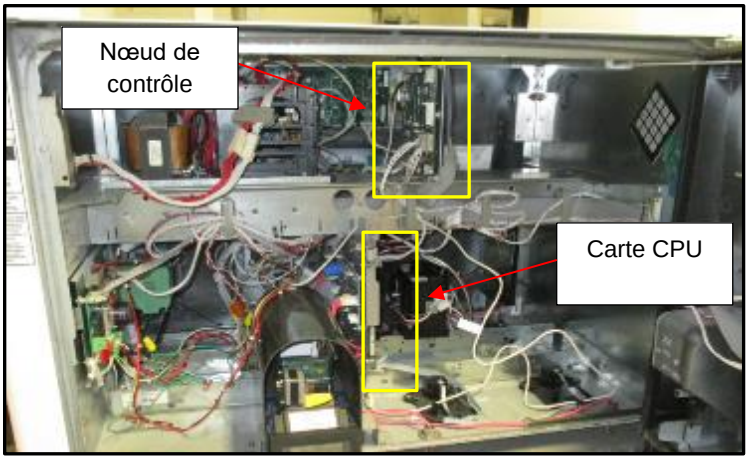

Fig 1.17 - Emplacement du nœud de contrôle CRIND et de la carte CPU
33. Identifiez le nœud de contrôle CRIND situé sur le rail électronique supérieur à l'intérieur de la cavité électronique et la carte CPU montée en dessous. (Fig. 1.17)